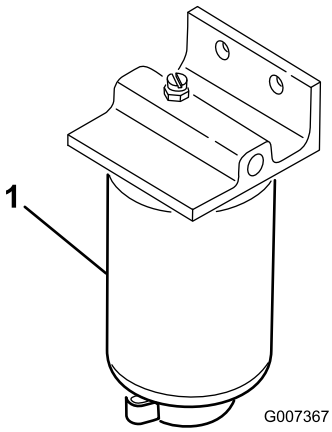

Figur 40
2. Rengør området, hvor filterskålen monteres (Figur 40).
4. Åbn filteraftapningsventilen og ånderørsventilen (Figur 40).